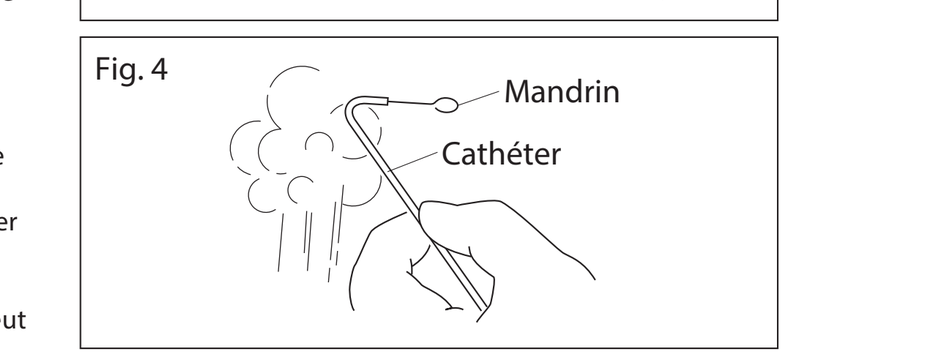

Fig. 3
5. Pour former l'extrémité du guide métallique de type déformable, maintenez le pouvoir lubrifiant de sa surface et enroulez-le avec précaution autour de votre doigt ou de l'inséreuse fournie (Fig. 3).